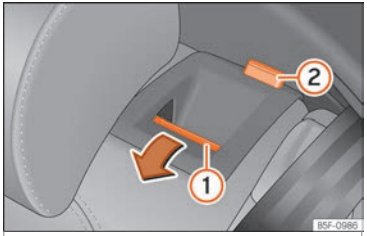

Fig. 113 Rear seat: folding the backrest.
- Press the unlock button ››› Fig. 113 ① forwards and at the same time fold the backrest